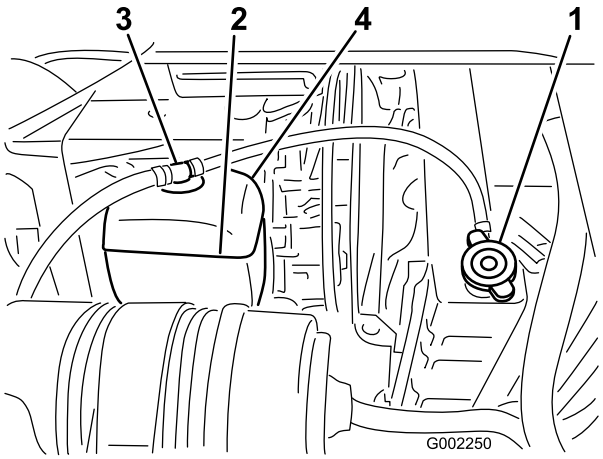

Figure 51
3. Carefully remove the radiator cap and the expansion tank cap (Figure 51).